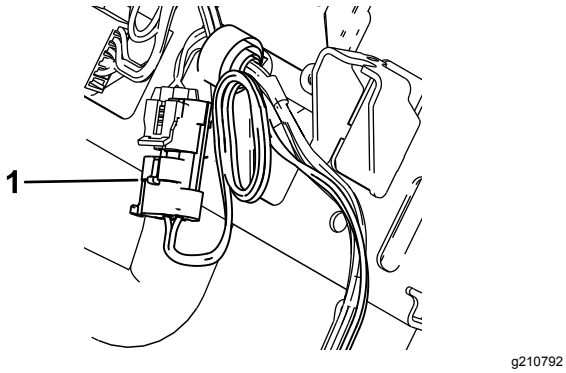

Figur 19
3. Utfør trinnene for ledningssatsen på den andre siden av maskinen (Figur 19).